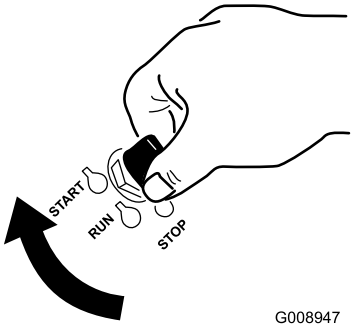

**Figur 17**
1. Drej tændingsnøglen til positionen Start (Figur 17). Slip nøglen, når motorerne starter.
6. Drej tændingsnøglen til positionen Start (Figur 17). Slip nøglen, når motorerne starter.